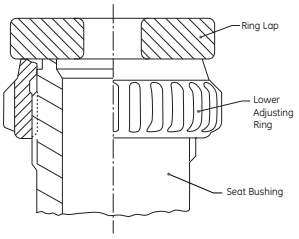

Figure 16: Bushing Seat Assembly
14. Loosen the lower adjusting pin until the pin is slightly clear of the notches in the lower adjusting ring. Being careful not to move the lower adjusting ring, place a ring lap on top the busing seat. (See Figure 16). Then, using the ring pin as a "pointer", or reference point, rotate the lower adjusting ring counterclockwise and count the number of notches that pass in front of the "pointer" until contact is made with the ring lap. Record this information, as it will be required to correctly re-assemble the valve.